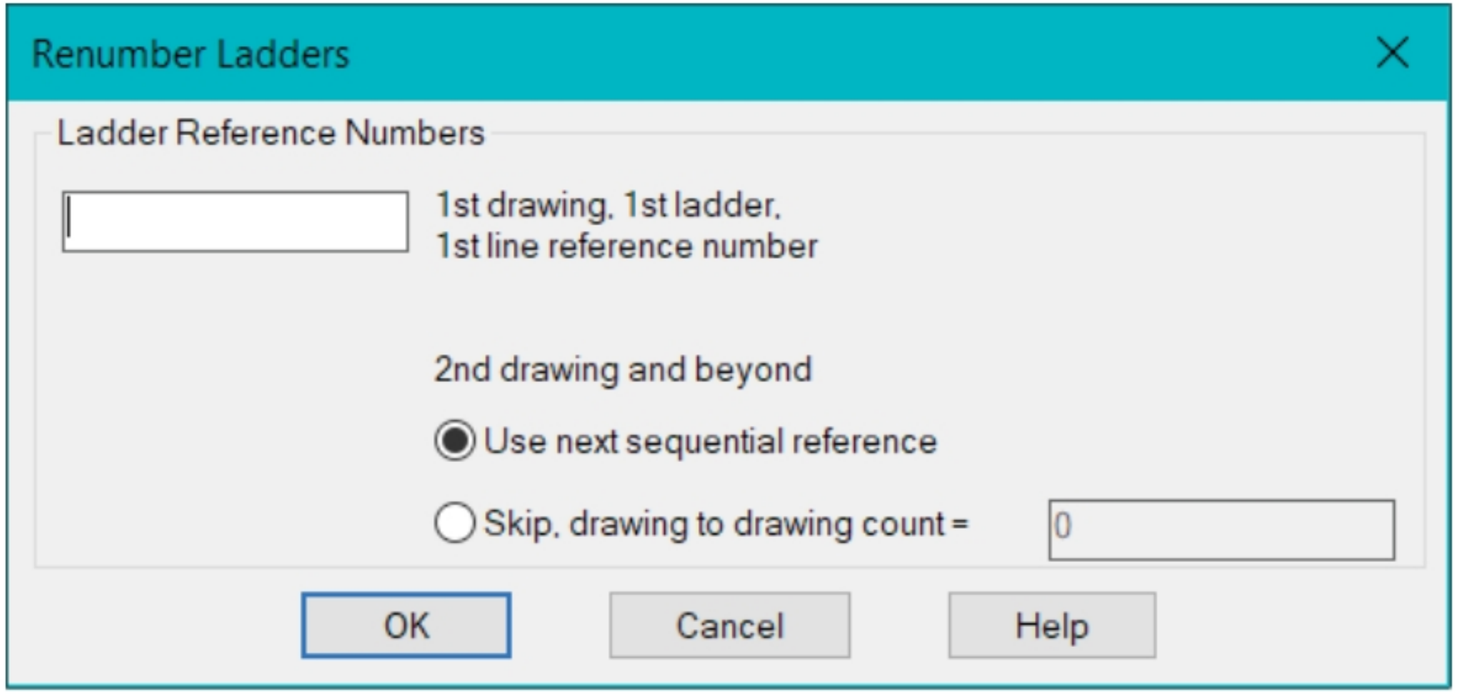

Figure-74. Renumber Ladders dialog box
- Click on the **Renumber Ladder Reference** tool from the **Ladder Editing** drop-down. The **Renumber Ladders** dialog box will be displayed; refer to Figure-74.